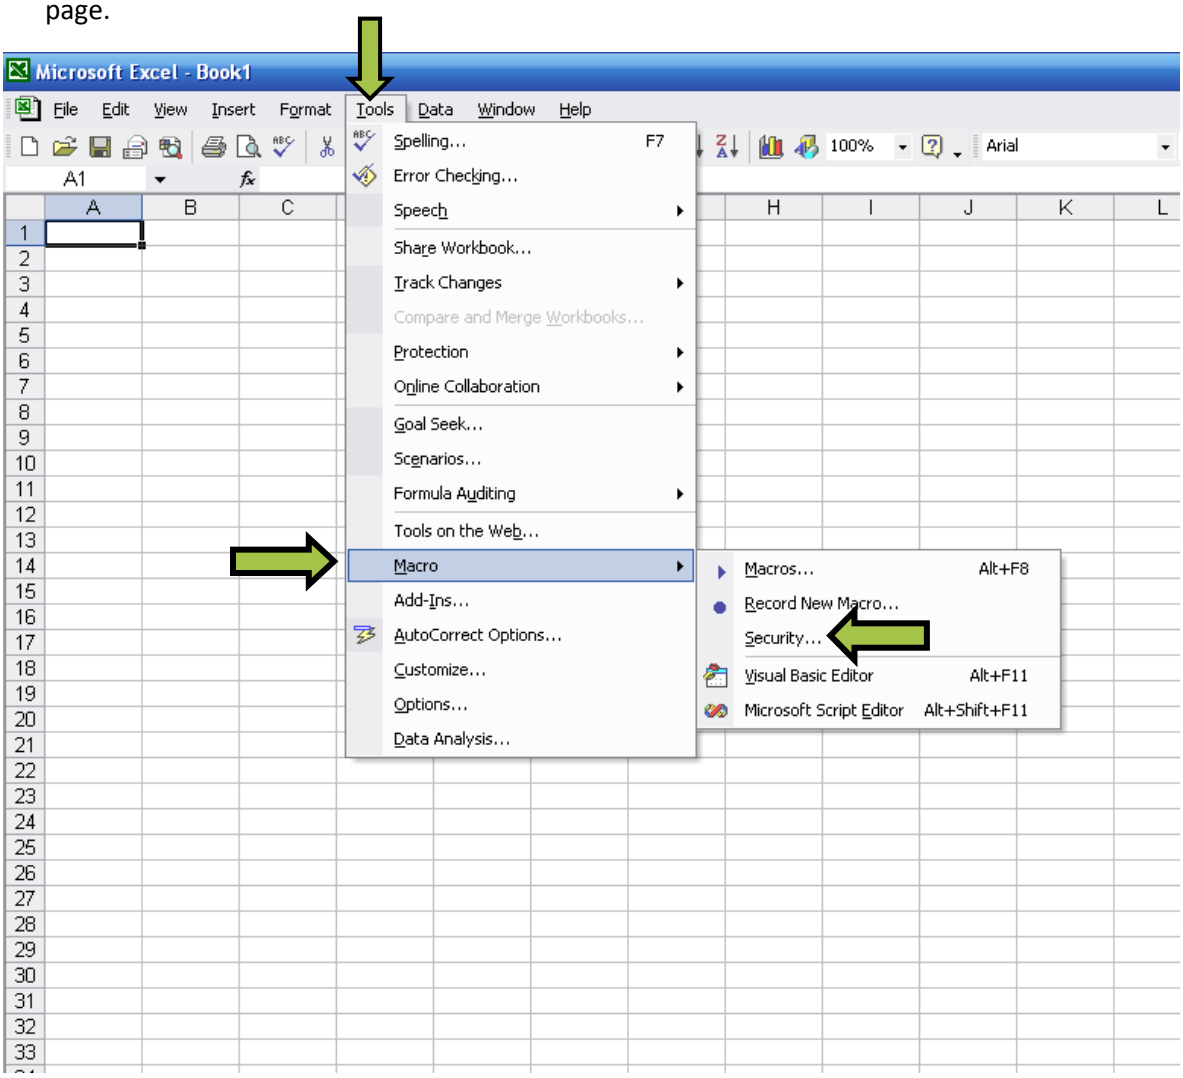

Figure 36: Changing Security Settings for Microsoft Excel 2002
2. Then scroll down the drop down list until you see “Macro”. On the list off to the side of that, click “Security”, as seen in Figure 36.